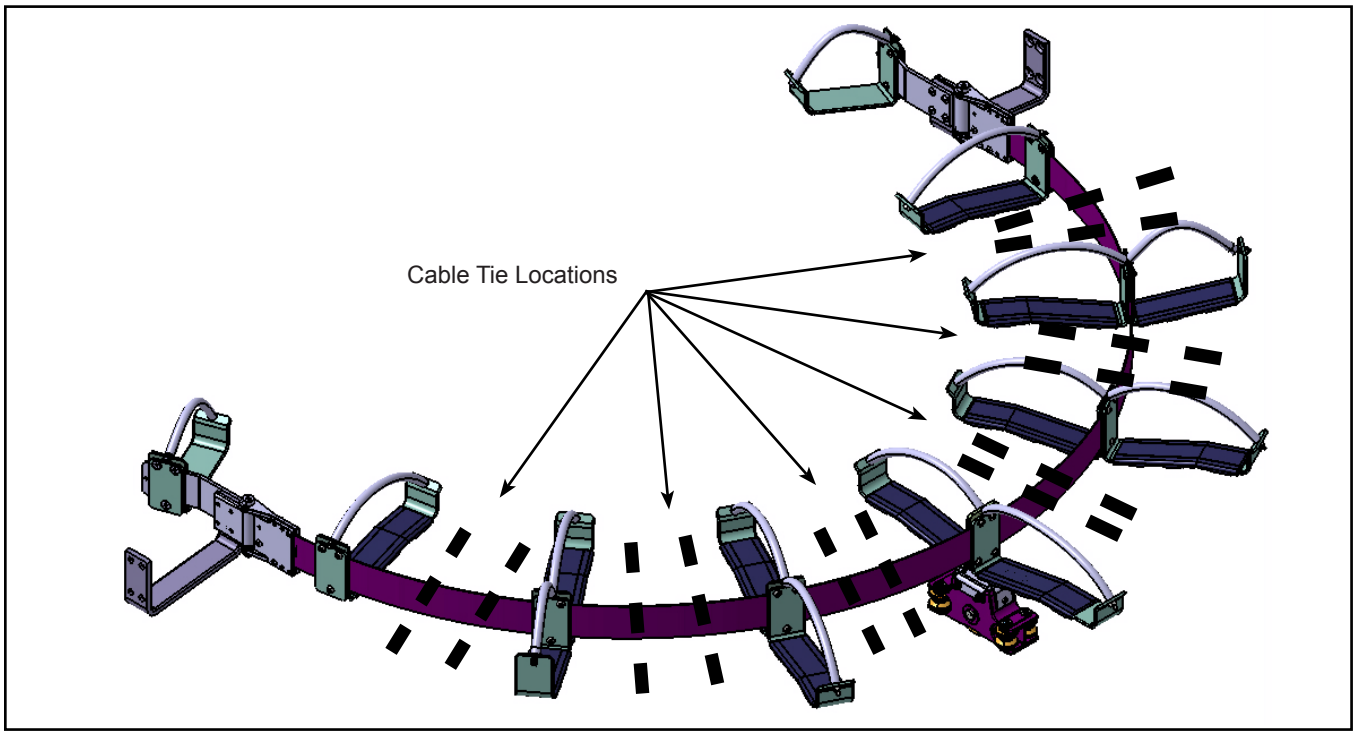

Figure 18 - Cable Tie Locations
1.21. For the new positions of the cable ties, see Figures 18 and 19. Remove the original cable ties facing the trays.
1.22. Position the locking mechanism of the cable ties to avoid chafing. They must be facing away from any hose, cable or tray. See Figures 18 and 19.